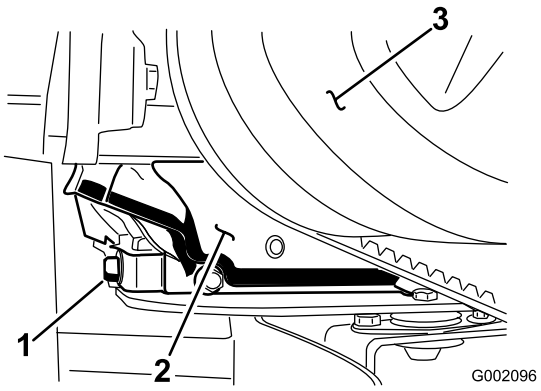

Figur 30
6. Ta bort avtappningspluggen (Figur 30).